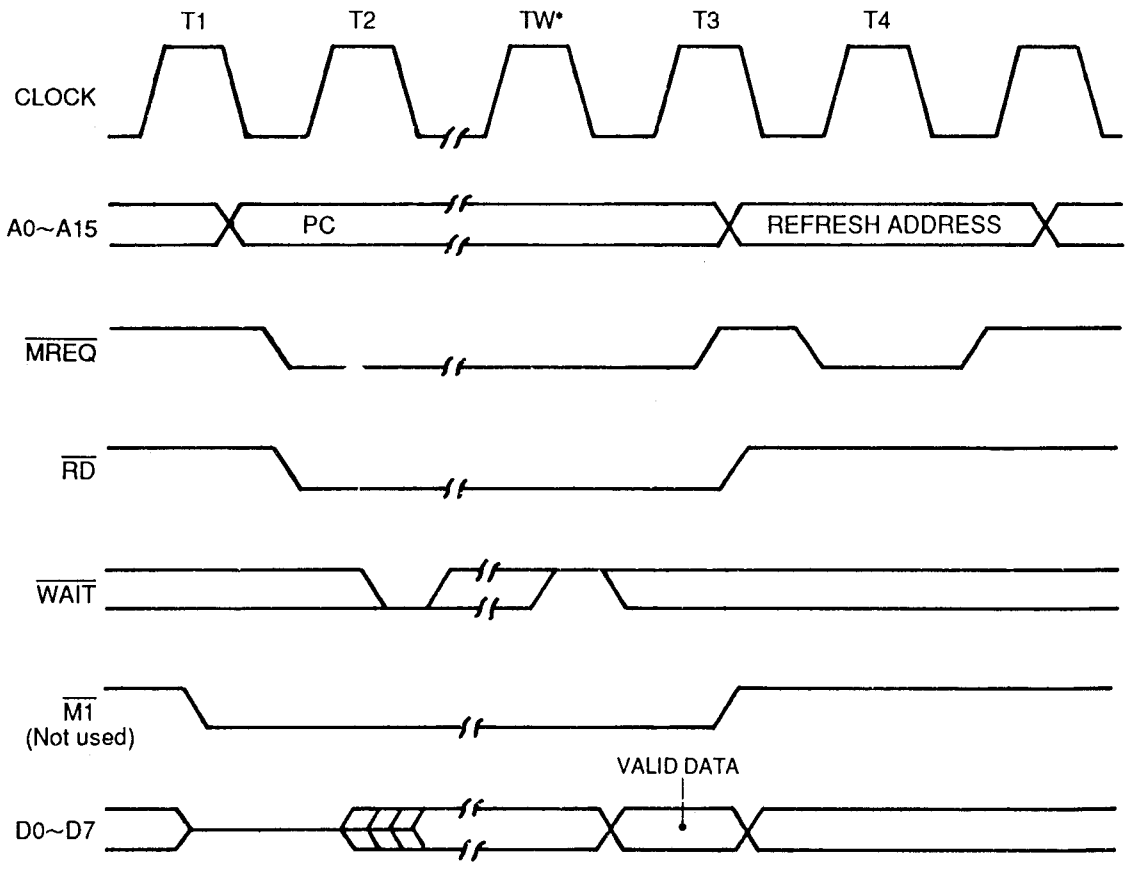

Abbildung 1. Anweisungsoperationscode-Aufnahme
Die Zentraleinheit legt zu Beginn des Zyklus den Inhalt des Programmzählers (PC) auf den Adressenbus (Abbildung 1). Ungefähr einen halben Taktzyklus später wird $\overline{MREQ}$ aktiv. Im aktiven Zustand zeigt $\overline{RD}$ an, daß Speicherdaten auf dem Zentraleinheit-Datenbus zur Verfügung stehen.